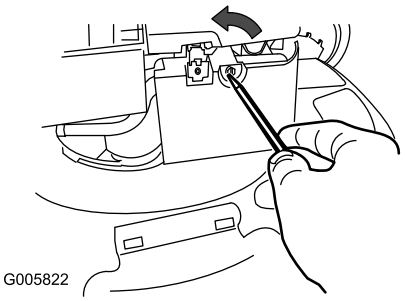

Figura 24
1. Aprite il coperchio del filtro dell'aria con un cacciavite (Figura 24).